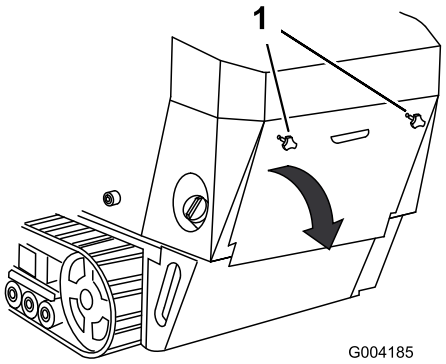

**Figuur 27**
1. Schroef de 2 handknoppen los waarmee het achterste inspectieluik aan de machine is bevestigd (Figuur 27).
2. Kantel het achterste inspectieluik omlaag en verwijder het om toegang te krijgen tot de interne onderdelen (Figuur 27).